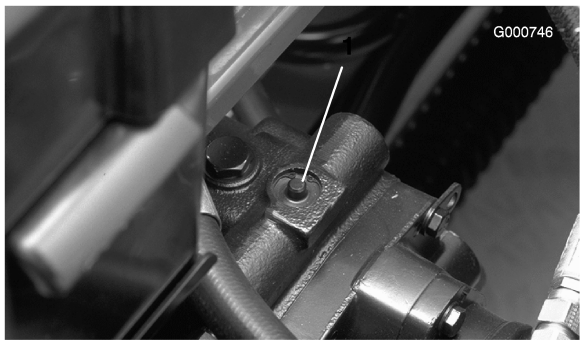

Figura 25
1. La valvola di bypass si trova sopra la pompa a portata variabile (Figura 25). Girate la valvola di 90° in qualsiasi direzione per aprirla e consentire all'olio di bypassare internamente. Dal momento che il fluido viene bypassato, potete spostare lentamente la macchina senza danneggiare la trasmissione.